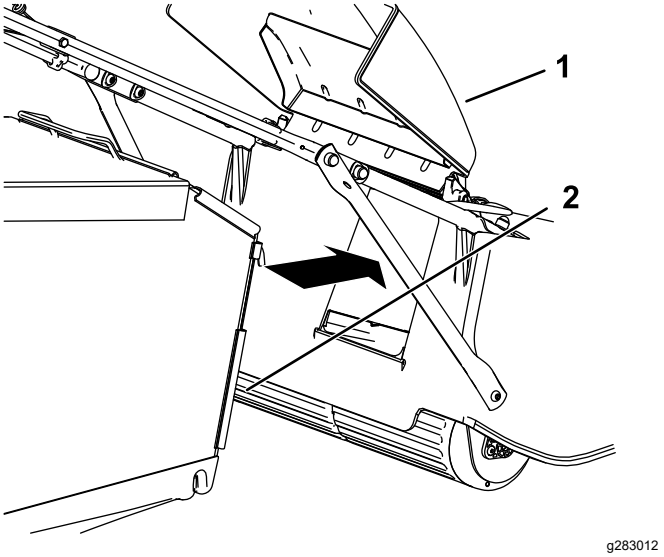

**Rysunek 20**
3. Załóż worek na swoje miejsce (Rysunek 20).